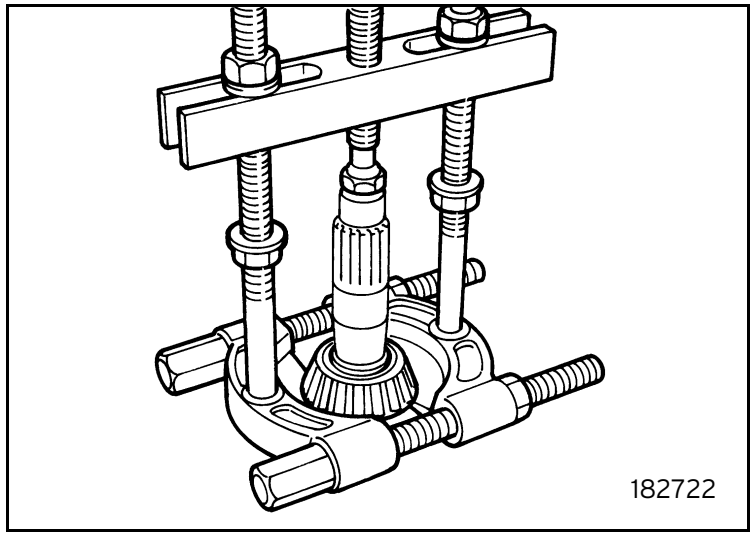

Fig. 22
- Use a suitable puller to remove the inner pinion bearing (figure 22).